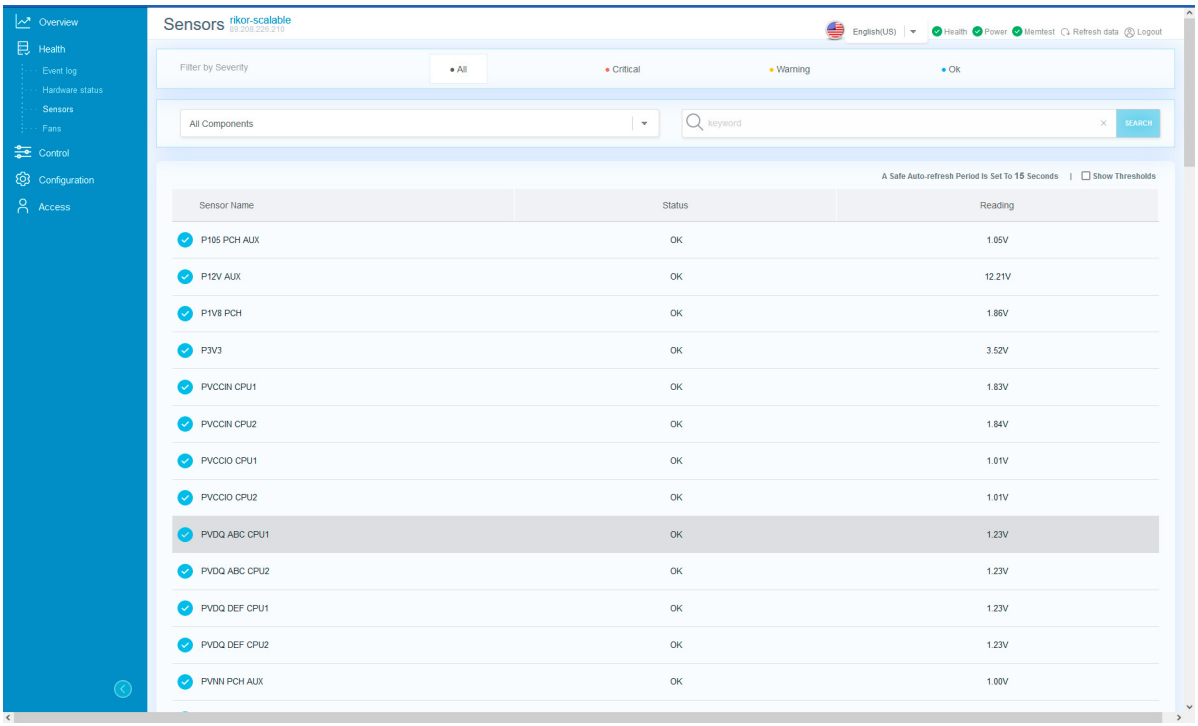

Рис. 73. Окно «Sensors»
4) Пройдите во вкладку «Health» → «Sensors» в данной вкладке отображается информация по датчикам установленным в сервере. В поле «Filter by Severity» произведите фильтрацию по степени серьезности события. В раскрывающимся списке выберете компонент сервера где хотите просмотреть состояния датчиков. В поле поиска произведите фильрацию по ключевым словам датчиков. Окно показано на рис. 73 Окно «Sensors»